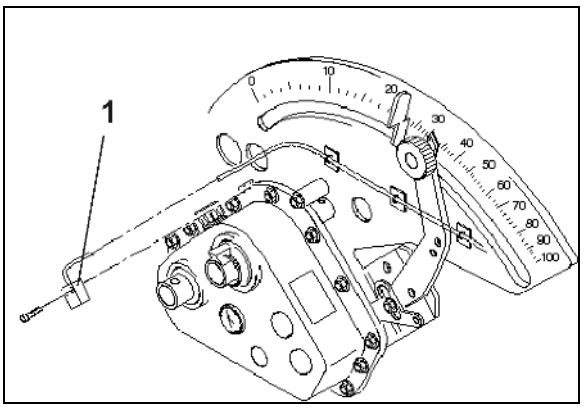

図 8
1. センサ (図 8/1) を無段階式ギアボックスにねじ固定します。